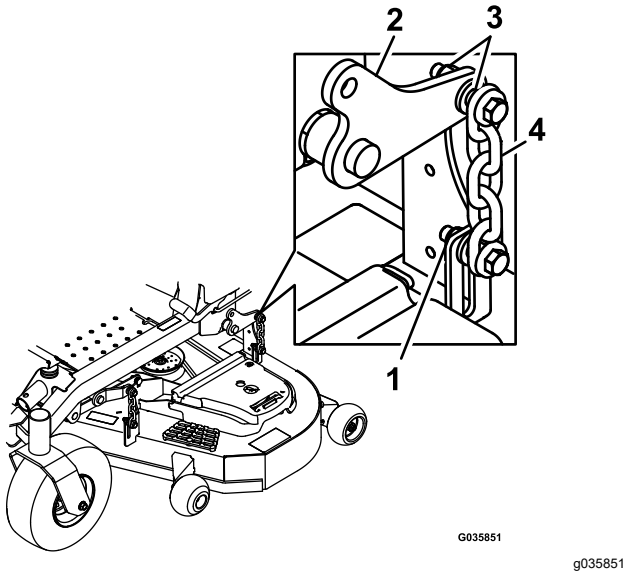

Figur 84
13. Lossa låsmuttrarna (Figur 84) i alla fyra hörnen och säkerställ att klippdäcket sitter fast ordentligt på alla fyra klossar.